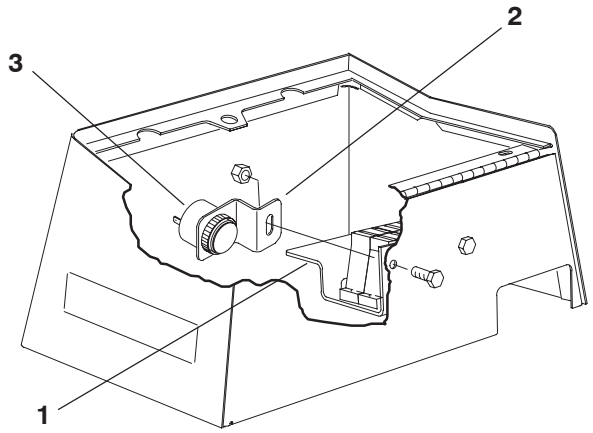

**Figure 8**
8. Remove front capscrew and locknut securing fuse block bracket to side of control console (Fig. 8).
9. Mount alarm bracket to fuse block bracket with capscrew and locknut previously removed. Position bracket and alarm as shown in figure 8.